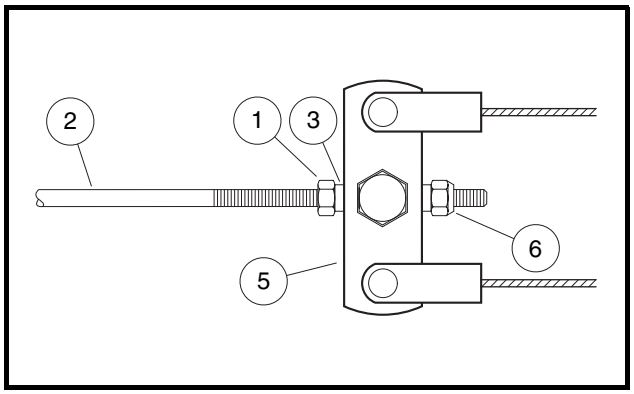

Figure 6-28 Front Equalizer Adjustment
2. **Four-wheel brake vehicles only:** Loosen the front brake equalizer rod **(Figure 6-28, Page 6-13)**.
2.1. **Four-wheel brake vehicles only:** Tighten the nylon lock nut (6) on the front equalizer rod (2) to 35 in-lb (4 N·m) **(Figure 6-28, Page 6-13)**.
2.4. Hold the lock nut (6) on the front equalizer rod (2) in place with a wrench and tighten the jam nut (1) to 13 ft-lb (17.6 N·m) **(Figure 6-28, Page 6-13)**.
3. Loosen the equalizer retaining nuts (1 and 6) on the front equalizer rod (2) to slightly loosen the brake cable **(Figure 6-28, Page 6-13)**.